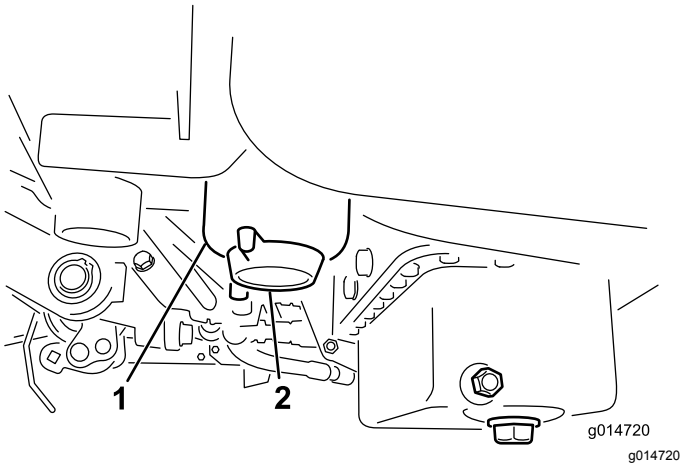

Figur 28
3. Åbn aftapningsproppen på brændstoffilteret ca. en omgang, og aftap eventuelt ansamlet vand (Figur 28).